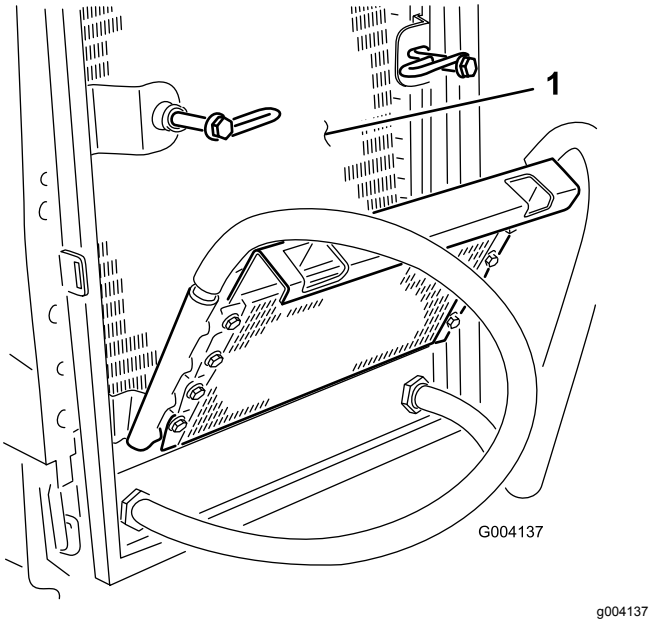

Figure 64
6. Nettoyez soigneusement les deux côtés du refroidisseur d'huile et du radiateur (Figure 64) à l'air comprimé.